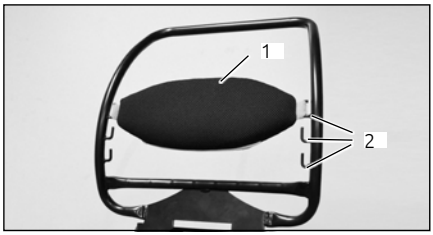

Fig. :19
4. Vous avez en outre la possibilité d'ajuster la hauteur du soutien lombaire *(voir « Fig. :19 (1) »)*. Pour cela, procédez comme suit :
2. Le soutien lombaire peut être accroché dans trois positions différentes *(voir « Fig. :19 (2) »)*. Accrochez le soutien lombaire à la hauteur qui vous convient.